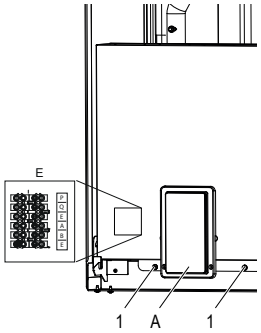

fig. 16 - vista sin panel frontal
- Destornille los dos tornillos (det. 1 - fig. 16) debajo de la caja eléctrica
A Panel de visualización y teclado (fig. 16)
El bornero (det. B fig. 16) se encuentra en el lado izquierdo de la caja de distribución eléctrica de la caldera. El bornero es de tipo mamut macho-hembra. En el lateral del bornero hay una etiqueta identificativa de los 6 bornes disponibles.